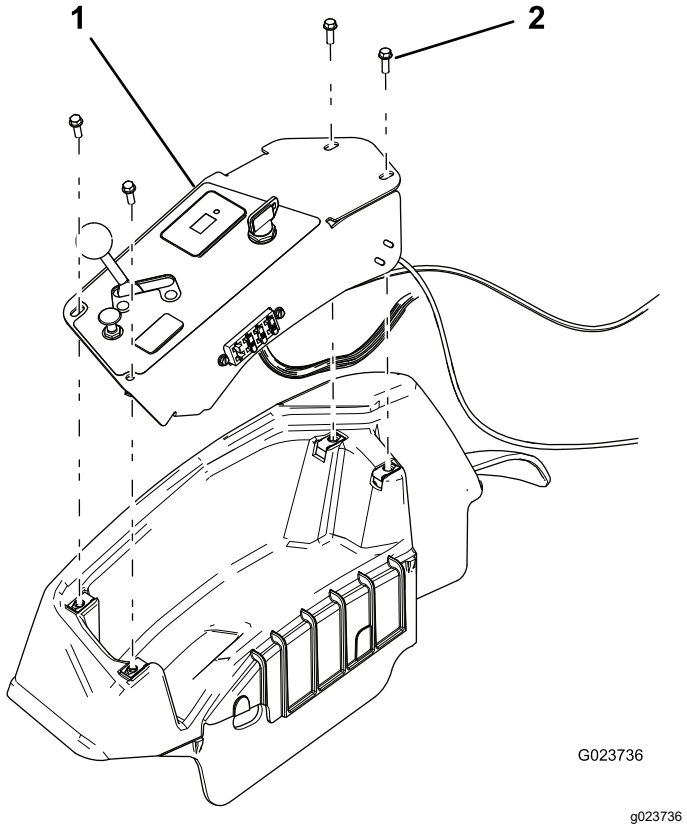

Figuur 27
2. Verwijder het bedieningspaneel (Figuur 27).